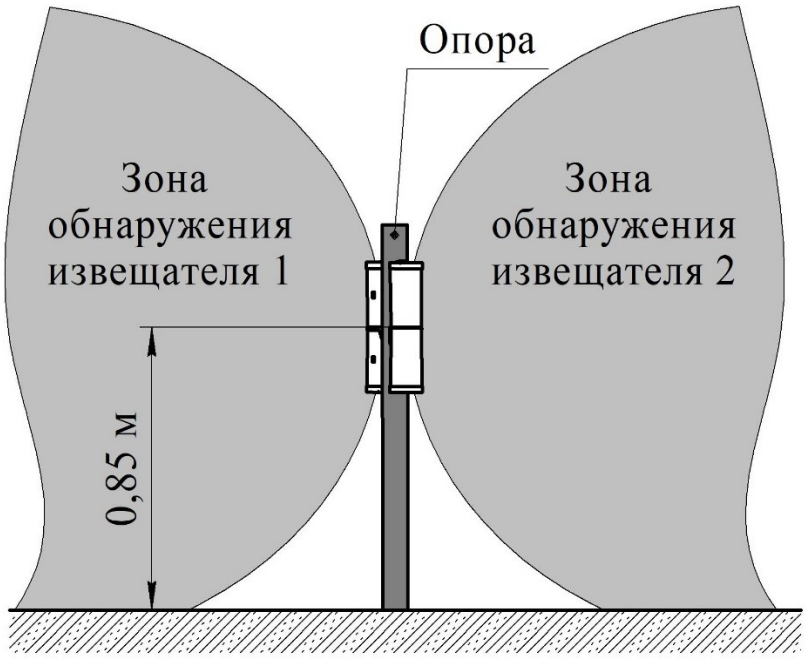

Рисунок 2.2 – Установка блоков ПРМ (блоков ПРД) извещателей «ФОРТЕЗА-М300», «ФОРТЕЗА-М500» на одной опоре без перекрытия смежных зон обнаружения
2.3.2.2.2 При организации сплошного протяжённого рубежа охраны с применением извещателей «ФОРТЕЗА-М300», «ФОРТЕЗА-М500» допускается установка двух блоков ПРД (блоков ПРМ) на одной опоре без перекрытия зон обнаружения соседних участков (рисунок 2.2).